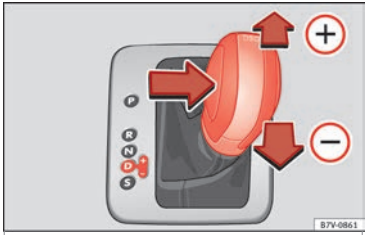

Fig. 202 Selector lever in Tiptronic position (left-hand drive vehicles). The lay-out in right-hand drive vehicles is symmetrically opposed.
- Press the lever forwards (+) or backwards (−) to move up or down a gear ››› **Fig. 202**.